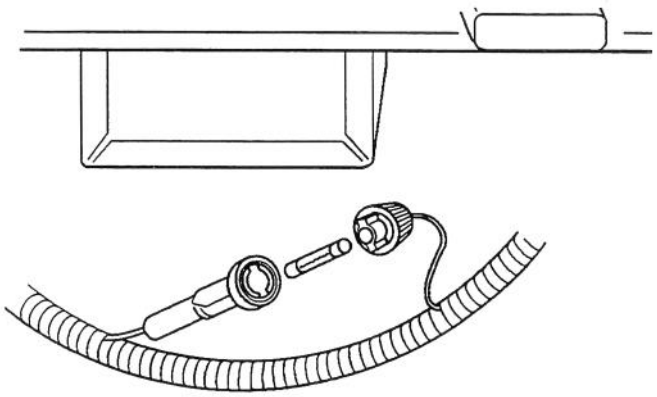

**Figure 8**
1. Push the two fuse holder sections together. Rotate the fuse holder cap to open the fuse holder (Fig 8.)